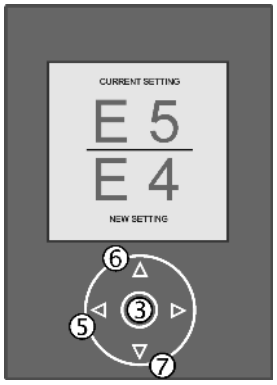

Fig. 36
▶ To decrease the water intake time: Press Up button *Fig. 36 (6)*.
▶ To increase the water intake time: Press Down button *Fig. 36 (7)*.